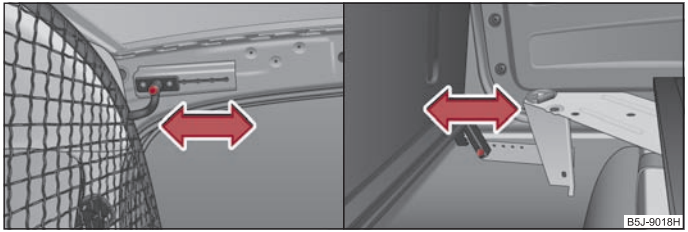

Fig. 176 Top support / bottom support of the safety partition
- Unscrew on each side in the upper part of the body one screw ⇒ fig. 176 and in the lower part one screw ⇒ fig. 176.